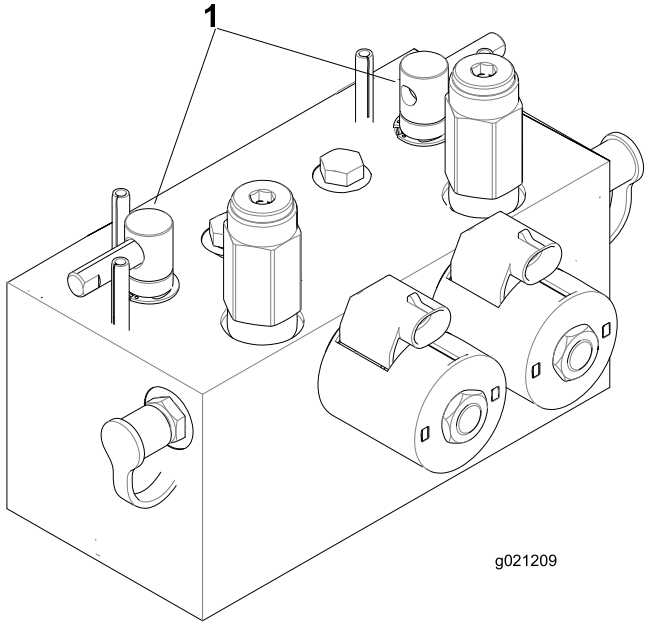

Figuur 75
2. Ontgrendel de stoel en til deze omhoog zodat u bij de wethendels kunt komen (Figuur 75).
5. Kies met de voorste, achterste of beide wethendels de messenkooien die moeten worden gewet (Figuur 75).